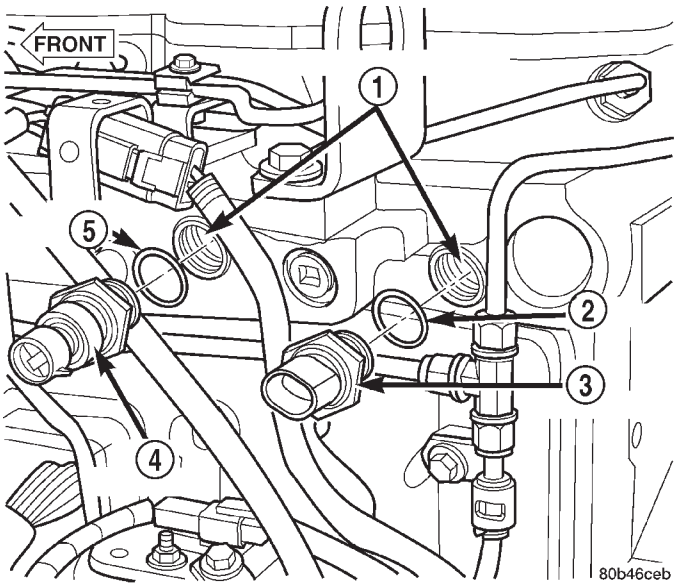

Fig. 35 MAP Sensor Removal/Installation
(2) Remove MAP sensor from intake manifold (Fig. 35).
(3) Discard sensor o-ring (Fig. 35).
(1) Clean sensor mounting hole (Fig. 35) of rust or contaminants.
(2) Install new o-ring to sensor. Apply clean engine oil to sensor o-ring and sensor threads.
(3) Install MAP sensor into intake manifold. Tighten to 14 N·m (10 ft. lbs.) torque.
(4) Connect sensor electrical connector.